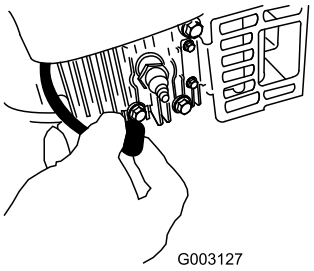

Figuur 31
2. Trek de bougiekabel los van de bougie (Figuur 31) voordat u onderhoudswerkzaamheden uitvoert.